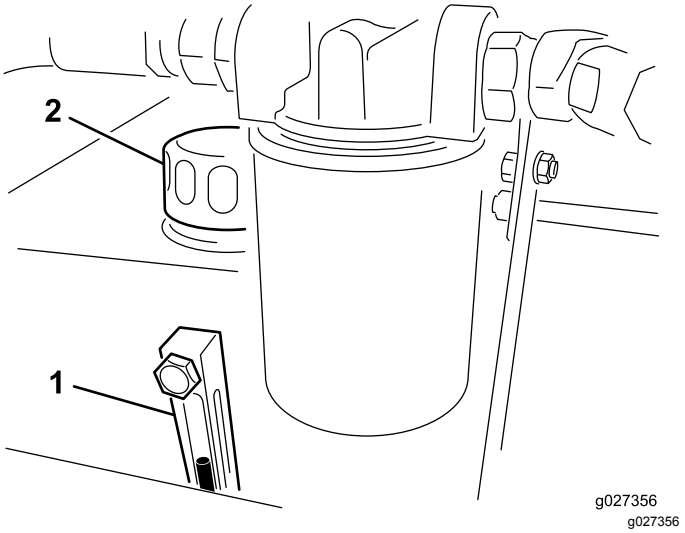

Figura 4
2. Compruebe el nivel de aceite observando la mirilla (Figura 4). Si el aceite llega a la mitad de la mirilla, el nivel es suficiente.